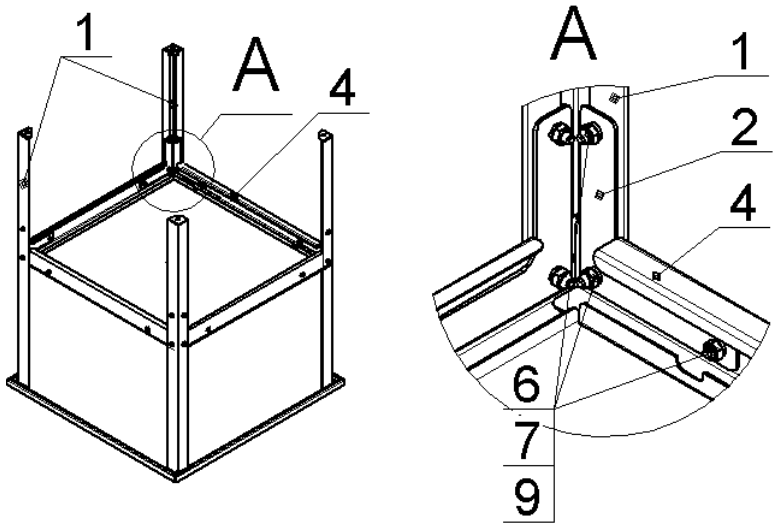

Рис.2
4. Рис.2: на профили короткие (3) положить профили длинные (4) так, как показано на виде А, закрепить профили длинные (4) и угольники (2) на стойках (1), при помощи болтов (6), гаек (7) и шайб (9), как показано на виде А (гайки окончательно не затягивать).